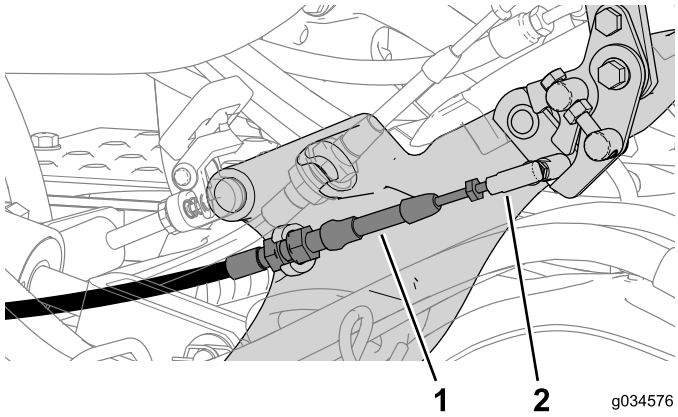

Bild 6
4. Klemmen Sie den Zug für die arretierte Neutral-Stellung von der Zugstange ab (Bild 6).